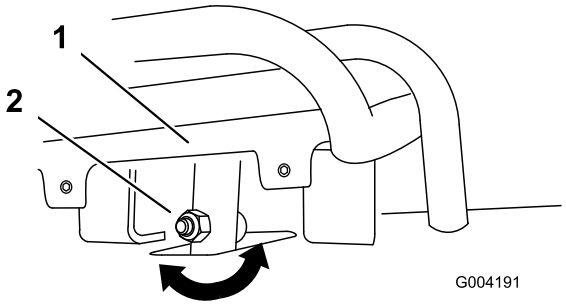
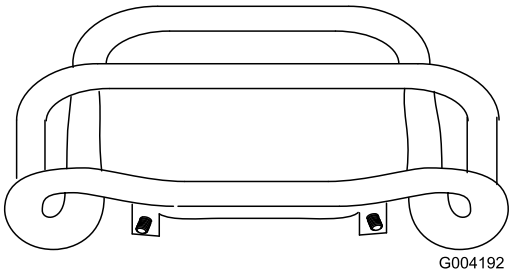

**Rysunek 54**
**Rysunek 55**
4. Jeżeli przód dźwigni sterowania zespołem jezdnym nie jest ustawiony prostopadle i w jednej płaszczyźnie z drążkiem wzorcowym, poluzuj nakrętkę i śrubę kołnierzową na trzonie dźwigni sterowania zespołem jezdnym (Rysunek 54).
5. Wyreguluj dźwignię sterowania zespołem jezdnym, aby była ustawiona w tej samej płaszczyźnie z drążkiem wzorcowym, w momencie gdy zostanie przesunięta prosto do tyłu (Rysunek 54 i Rysunek 55).
C. Poluzuj nakrętkę i śrubę kołnierzową na trzonie dźwigni sterowania zespołem jezdnym (Rysunek 54).
I. Wyreguluj dźwignię sterowania zespołem jezdnym, aby była ustawiona w tej samej płaszczyźnie z drążkiem wzorcowym, w momencie gdy zostanie przesunięta prosto do tyłu (Rysunek 54 i Rysunek 55).